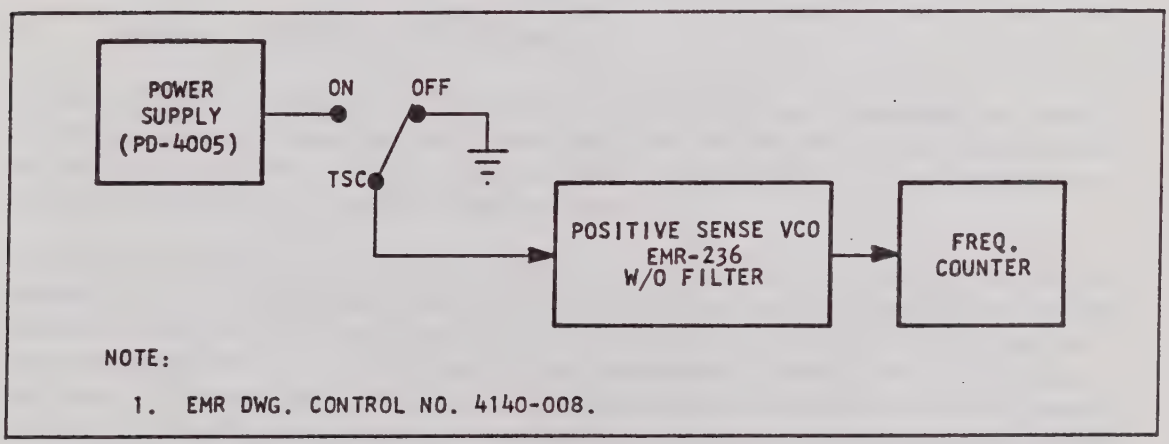

Figure 3-6. VCO Calibration for TSC Delay Adjustment, Equipment Setup
1. Connect the equipment as shown in Figure 3-6. (Use a positive-sense VCO without the output filter.)